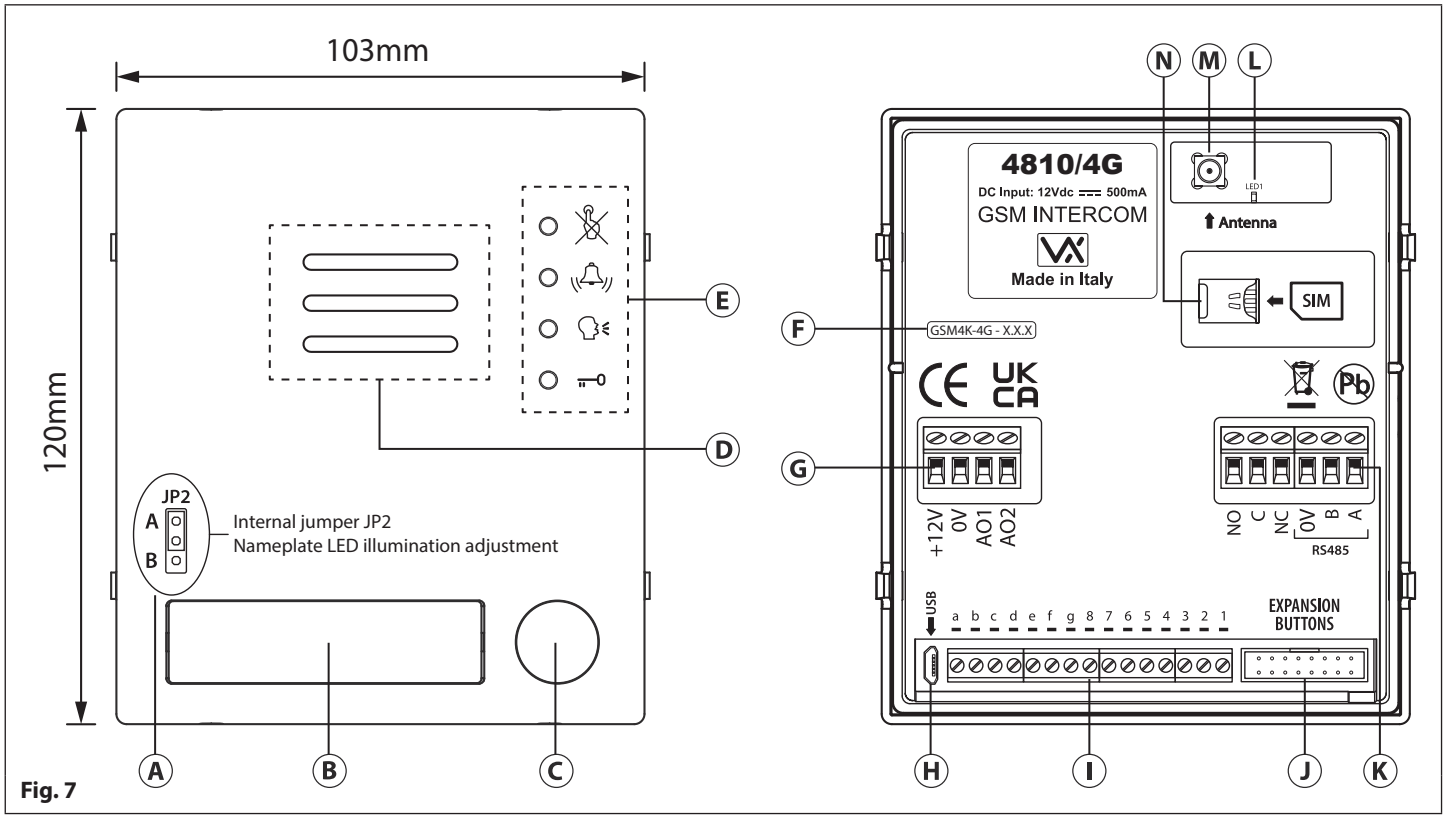

Fig. 7
The nameplate LED illumination jumper **JP2** is located behind the GSM module's front fascia, as shown in **Fig.7**, (A). To access the jumper the fascia must be removed and the jumper can be adjusted as required. When **JP2** is set in position A (upper 2 pins) the LED is set for bright illumination, when **JP2** is set in position B (lower 2 pins) the LED is set for low illumination and if **JP2** is completely removed this will disable the nameplate LED's.